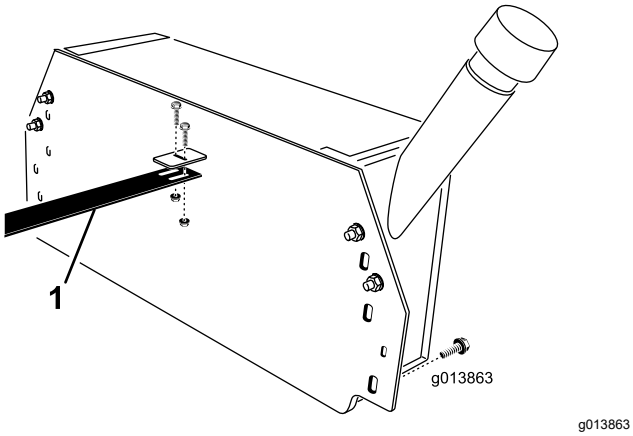

Figur 9
2. Fäst slangstyrningen vid hydraultankens fäste med de två skruvarna (¼ x ¾ tum) och de två flänslåsmuttrarna (Figur 9).